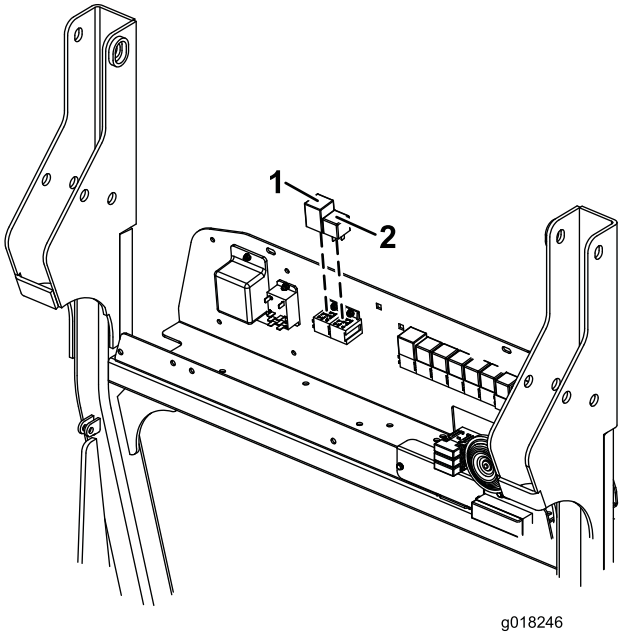

Figura 10
5. Enchufe el relé de intermitencia en el zócalo de relé vacío de la izquierda, y enchufe el relé estándar más corto en el zócalo de relé libre de la derecha (Figura 10).